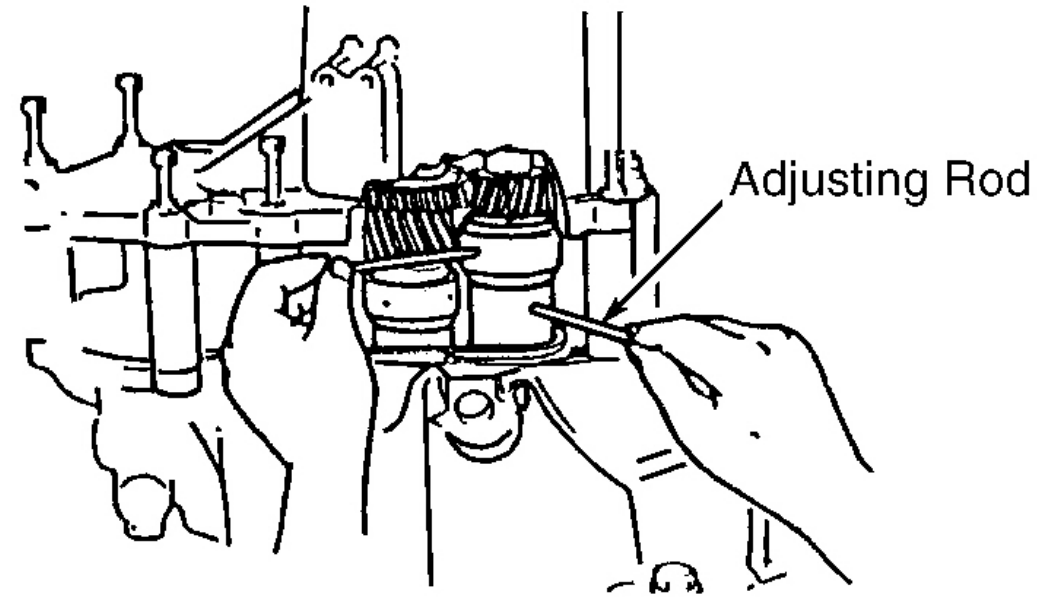

Fig. 15: Expanding Selector Tool
4. Seat bearings by turning selector to widen measuring gap. See **Fig. 15** . Turn selector with adjuster bars until selector cannot be turned by hand. Reverse direction to eliminate measuring gap. Expand selector by hand until selector no longer turns. Ensure shafts turn smoothly.